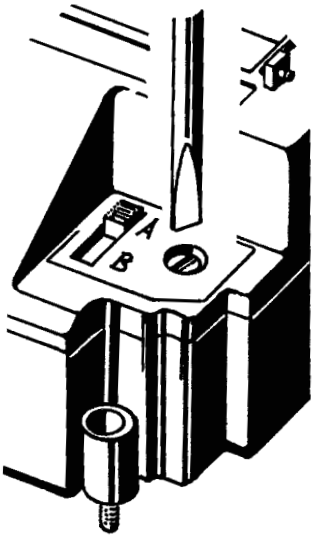

Fig. 4.3
- Push through the glueing cover, as on figure 4.3, with a screwdriver.